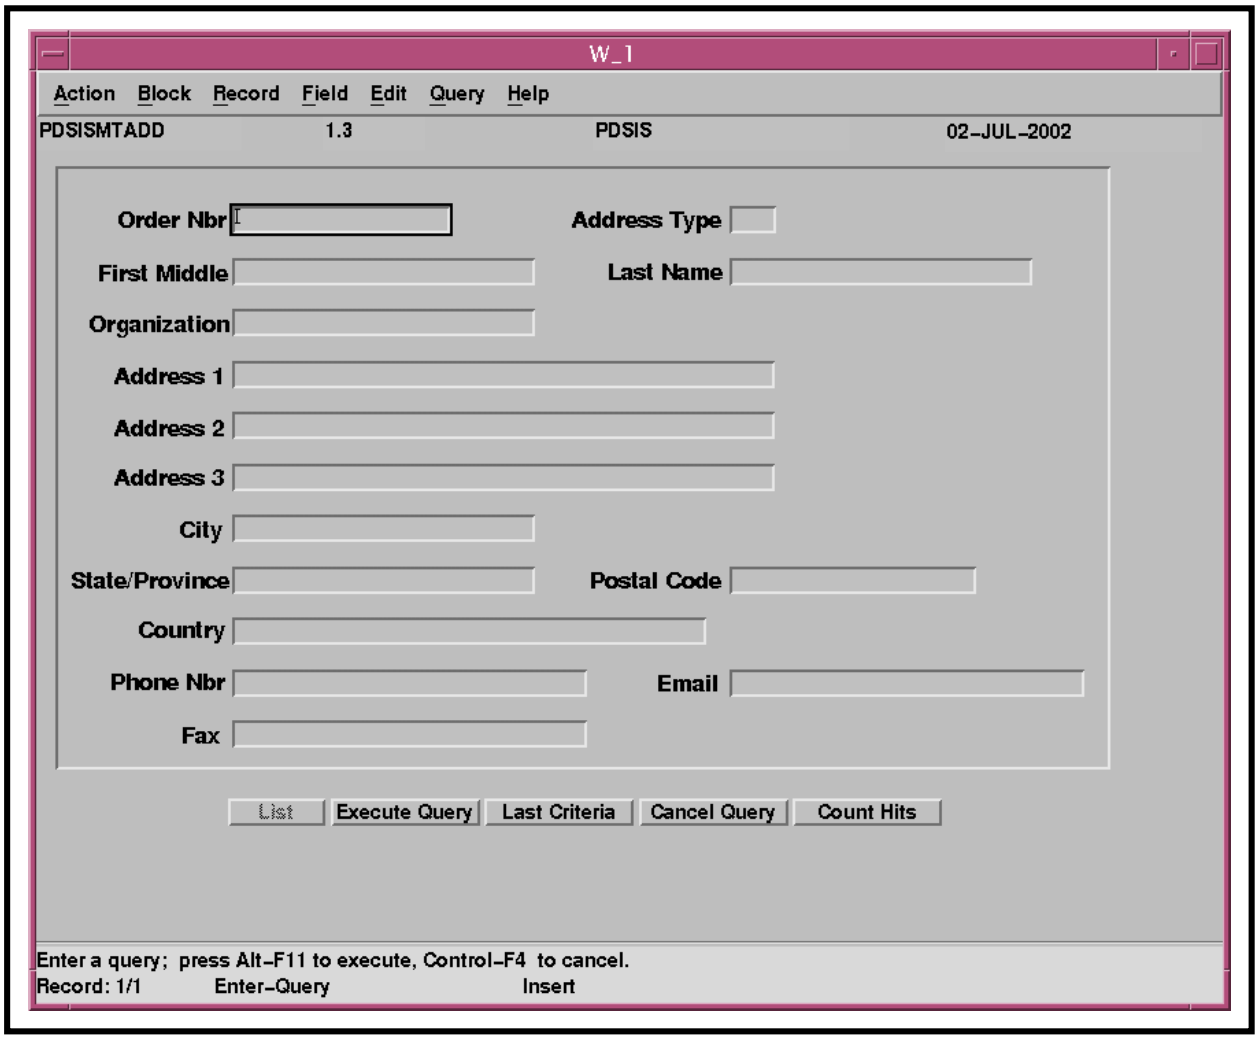

Figure 115. PDSIS Address Maintenance Form
- The **PDSIS Address Maintenance Form (PDSISMTADD)** (Figure 115) is displayed.